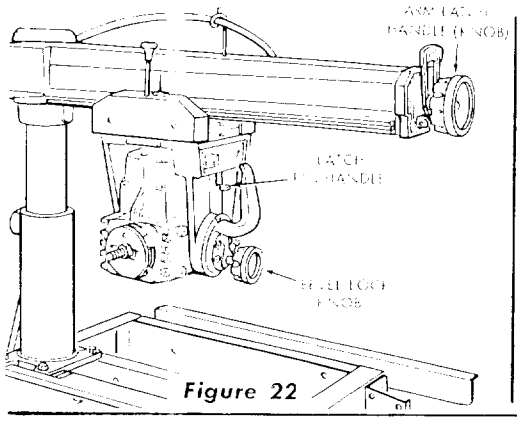

Figure 22
n. Loosen the bevel lock knob, lift the latch pin handle, and rotate the motor to a horizontal position. (See figure 22.) Tighten the bevel lock knob.